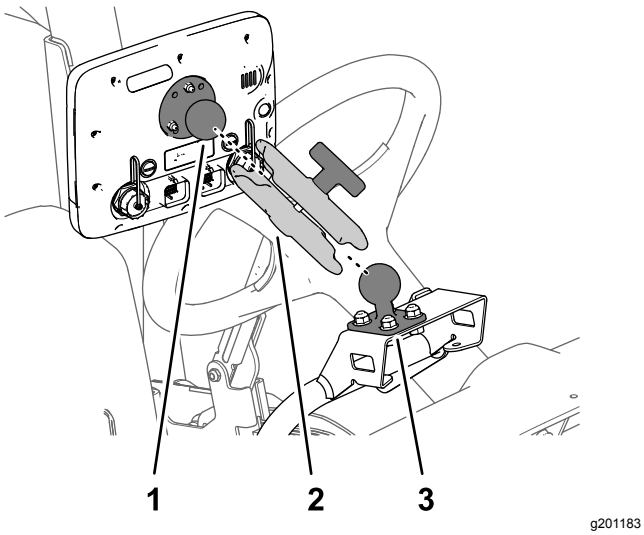

Figuur 165
3. Monteer de kogelfitting van de monitor en de bal van de machine op de monitorarm (Figuur 165).
4. Stel de monitor zo af dat hij zichtbaar is vanaf de zitplaats van de bestuurder van de machine, en draai de knop van de monitorarm handmatig aan (Figuur 165).